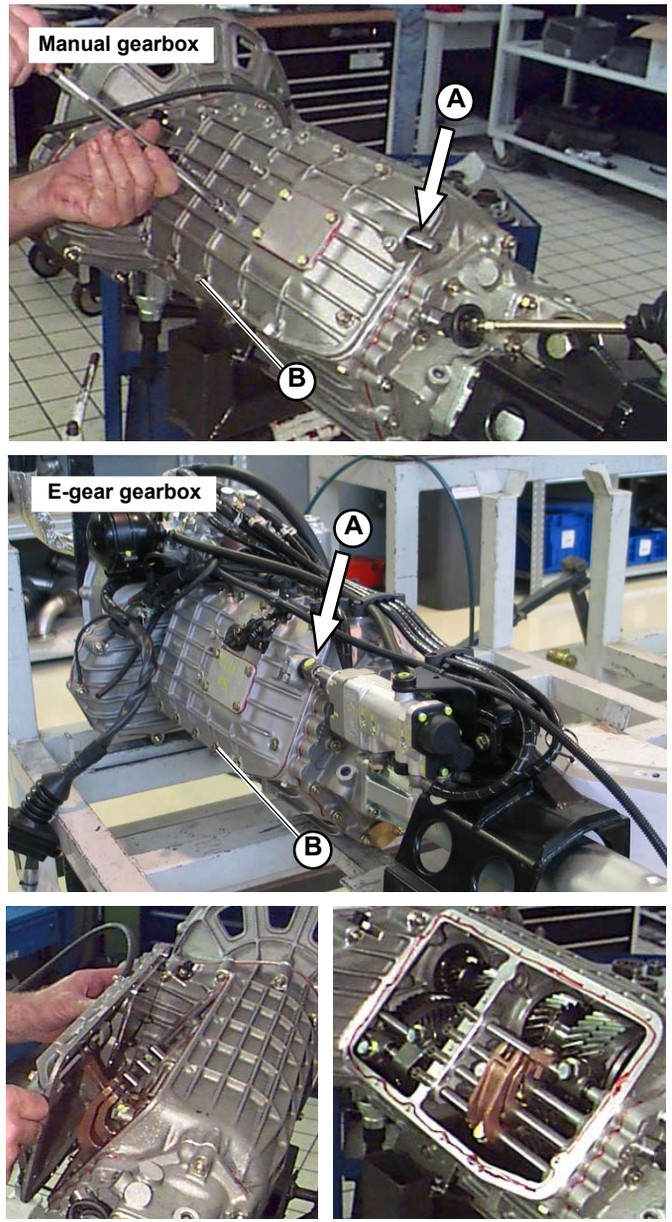

Fig.4
4. Make the joint guard slide on the gearbox control rod and remove the cover shift control rod mounting pin from the shift lever device one by means of a small punch (**A-Fig.4**) ***(Manual gearbox)***; Unscrew the screw using a 13 mm wrench ***(e-gear)***.
5. Remove the cover mounting screws to the gearbox (**B-Fig.4**).